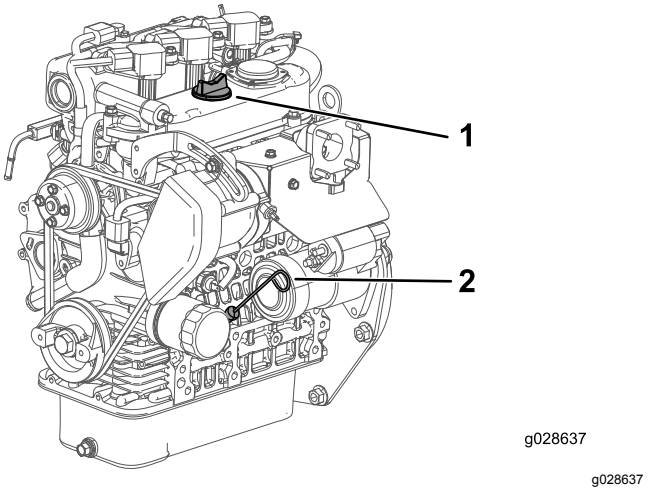

**Figuur 16**
2. Verwijder de peilstok en veeg deze af met een schone doek (Figuur 16).
3. Steek de peilstok in de buis. Let erop dat de peilstok er volledig in schuift (Figuur 16).
4. Haal de peilstok eruit en controleer het oliepeil (Figuur 16).
5. Als het oliepeil te laag is, moet u de vuldop (Figuur 16) losdraaien en voldoende olie bijvullen totdat het peil de Vol-markering op de peilstok bereikt.
6. Plaats de peilstok weer stevig op zijn plaats (Figuur 16).